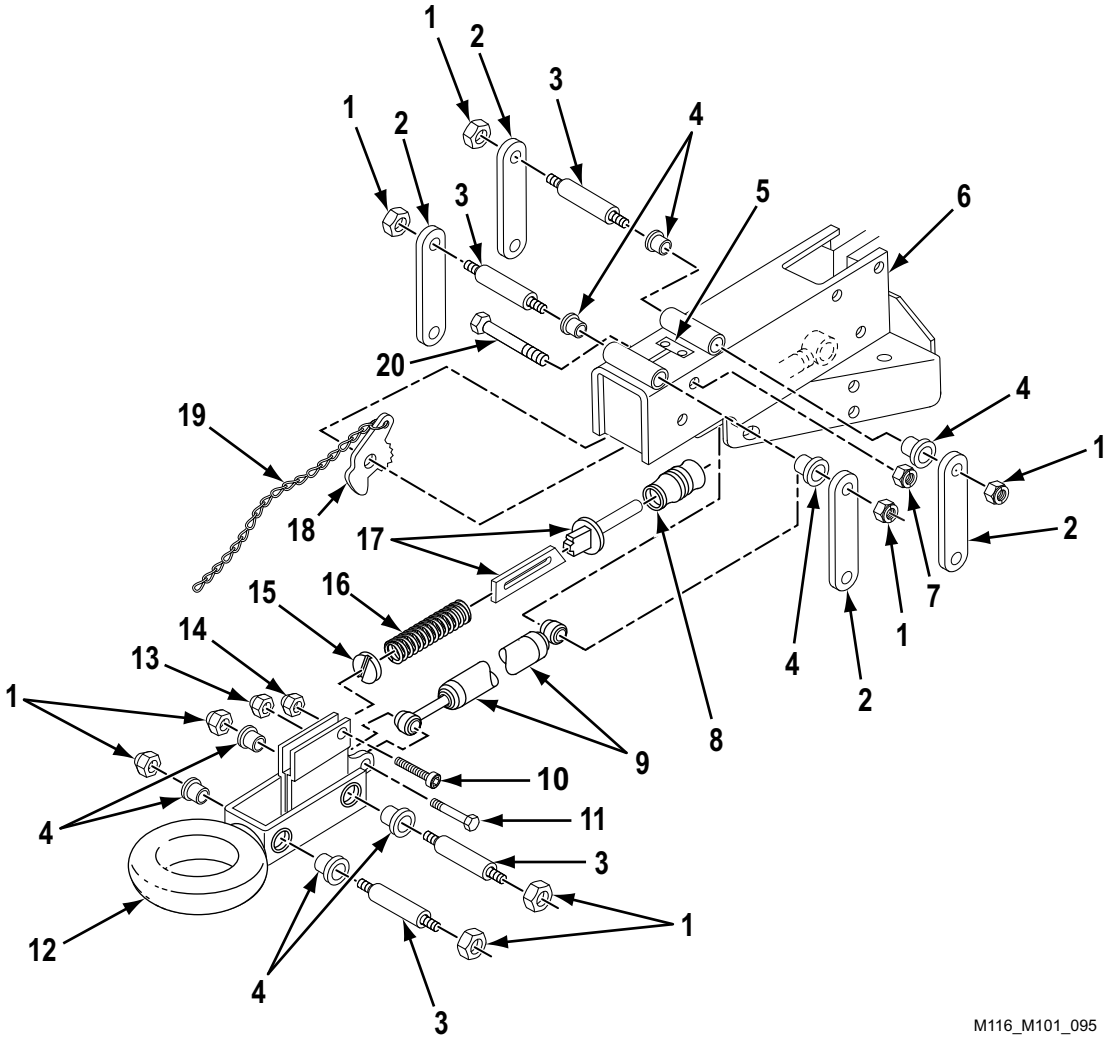

Figure 9. Channel and Drawbar Coupler Assembly.
4. If removed, install chain (Figure 9, Item 19) on breakaway lever (Figure 9, Item 18).
5. Position breakaway lever (Figure 9, Item 18) in channel (Figure 9, Item 6) with ratchet teeth facing leaf spring (Figure 9, Item 5). Install cap screw (Figure 9, Item 20) and new self-locking nut (Figure 9, Item 7) on breakaway lever (Figure 9, Item 18). Torque self-locking nut (Figure 9, Item 7) between 10 – 15 lb-ft (14 – 20 N•m).
6. If removed, attach boot (Figure 9, Item 8) to rod end of pushrod (Figure 9, Item 17). Assemble spring (Figure 9, Item 16) and washer (Figure 9, Item 15) on slot end of pushrod (Figure 9, Item 17). Install slot end of pushrod (Figure 9, Item 17) on drawbar coupler (Figure 9, Item 12) with socket head screw (Figure 9, Item 10) and new self-locking nut (Figure 9, Item 14). Torque self-locking nut (Figure 9, Item 14) between 20 – 25 lb-ft (27 – 34 N•m).
7. Install piston rod end of shock absorber (Figure 9, Item 9) on drawbar coupler (Figure 9, Item 12) with cap screw (Figure 9, Item 11) and new self-locking nut (Figure 9, Item 13). Torque self-locking nut (Figure 9, Item 13) between 20 – 25 lb-ft (27 – 34 N•m).
8. Install drawbar coupler (Figure 9, Item 12) on channel (Figure 9, Item 6) with eight bearings (Figure 9, Item 4), four shafts (Figure 9, Item 3) and links (Figure 9, Item 2), and eight new self-locking nuts (Figure 9, Item 1). Torque self-locking nuts (Figure 9, Item 1) between 35 – 40 lb-ft (47 – 54 N•m).